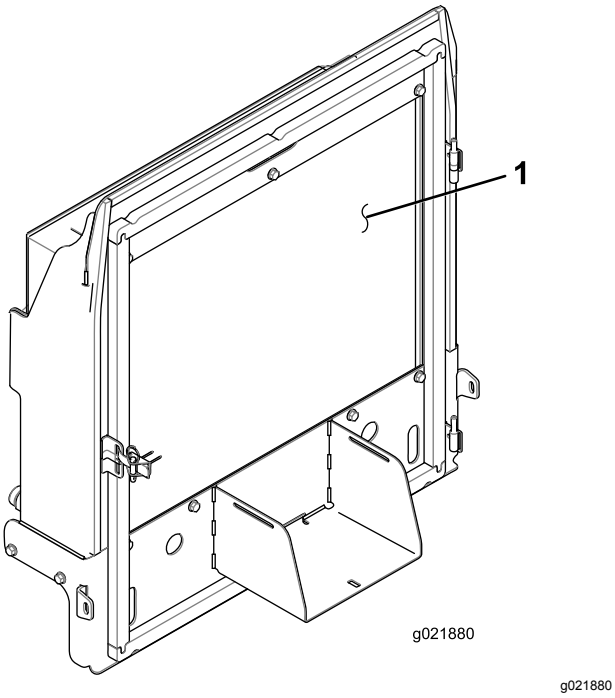

Figur 83
4. Rengör noga på båda sidor om gallret och kylaren/oljekylaren med tryckluft (Figur 83).